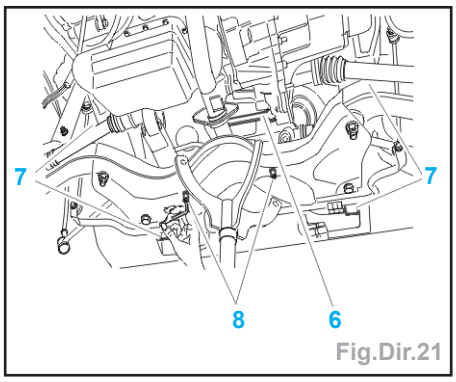

Fig.Dir.21
- la fixation (4) de la biellette anti-couple sur cale élastique,
- les écrous (5).
- Déclipper la biellette (6), à l'aide de l'outil [2] (Outil pour déclippage des rotules ø 13 : ref.0216-G2) (Fig.Dir.21).
- Déposer les vis (7) de fixation du berceau sur caisse.
- les goujons (8),